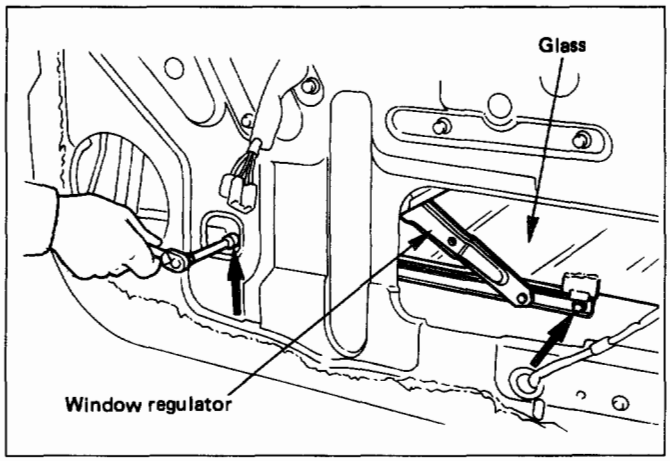

Fig. 10-52
- Bring the glass down to the position where the fixing bolts can be seen. (Fig. 10-52)